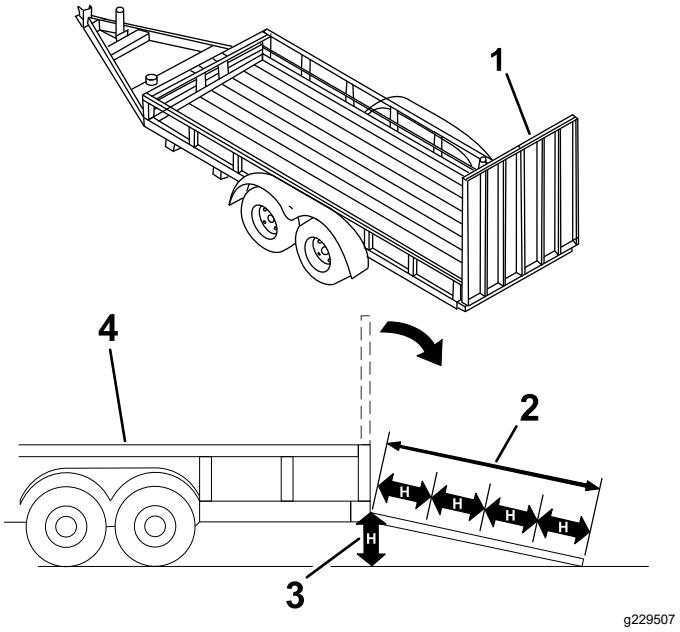

**Figuur 13**
**Als een machine wordt geladen op een aanhanger of een vrachtwagen, wordt de kans vergroot dat de machine kantelt. Dit kan ernstig lichamelijk letsel of de dood veroorzaken (Figuur 13).**